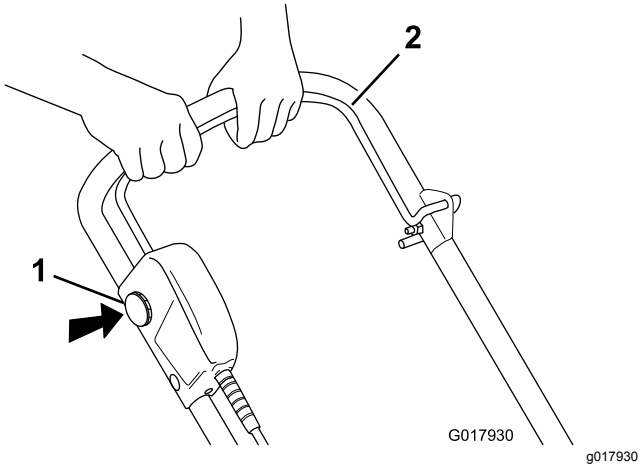

Figur 10
1. För att starta motorn ska du sätta i säkerhetsnyckeln, trycka och hålla inne säkerhetsknappen samt trycka in styrstången mot handtaget (Figur 10).